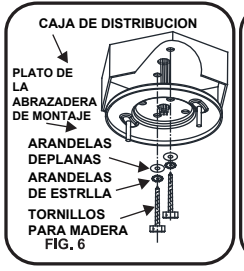

FIG. 6
Paso2. Use los dos tornillos para madera y arandelas proveidas para asegurar el plato de la abrazadera de montaje directamente de la viga del techo por medio de los agujeros expuestos de la caja de distribucion. (Fig. 6)